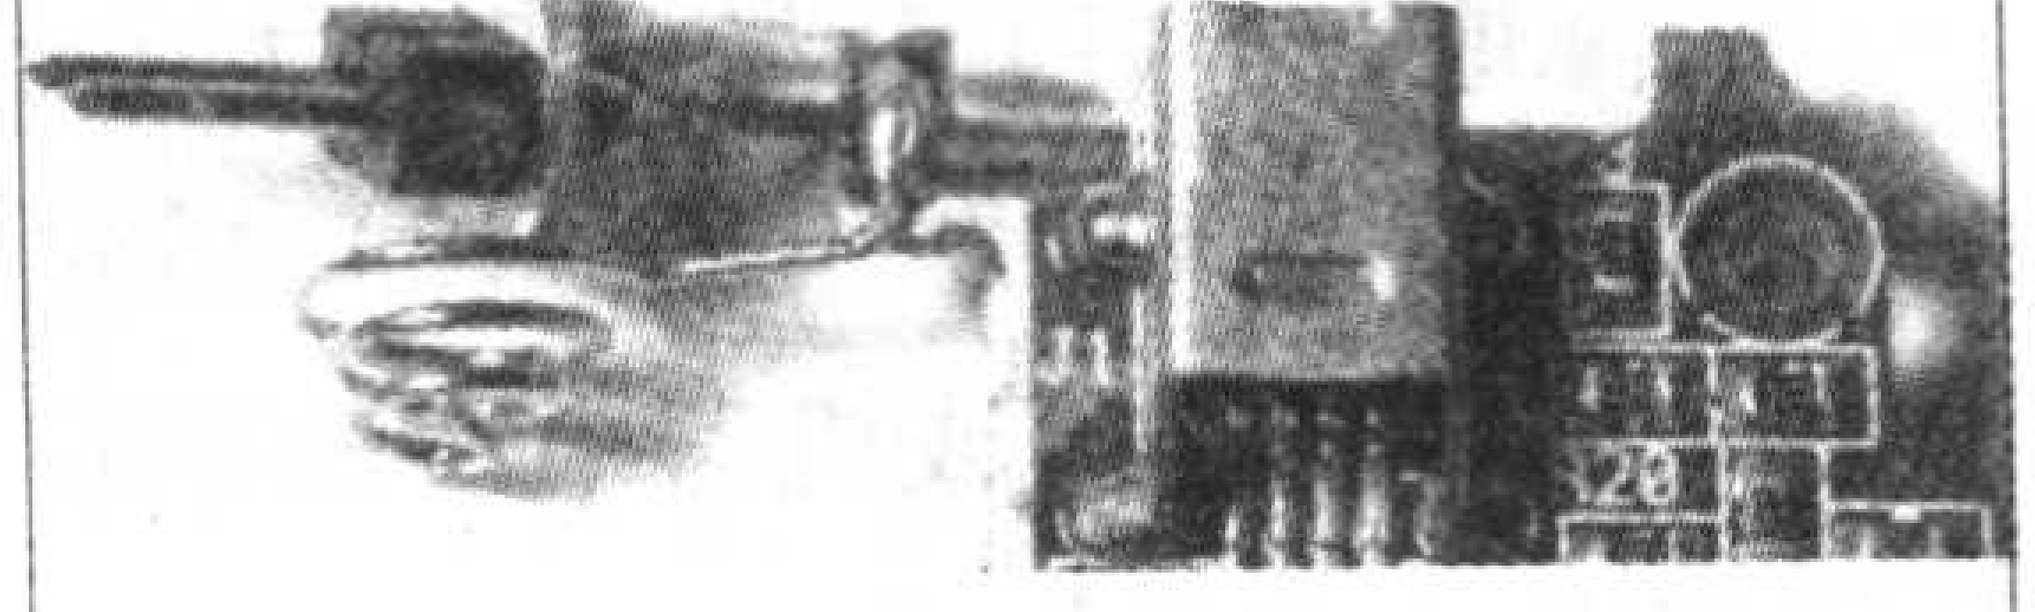

图1
故障原因：按“PLAY”键，播放器没任何反应，也没有显示。其硬件故障原因主要有：(1) 电池电量不足或电池极性装反；(2) 电池接触不良。这种故障在一些品质较差的播放器中较为常见，因为这些机器采用镀锡的电池接触弹簧不但弹性差，而且易锈蚀，因而容易产生接触不良故障。而品质好的播放器大都采用镀金且不易变形的电池接触弹簧，如图1所示，这种弹簧弹性较佳，不易被锈蚀，所以较少发生接触不良（这点可作为选购参考）。此外，质量差的电池也可能造成接触不良。(3) 播放器的HOLD按键被锁定。